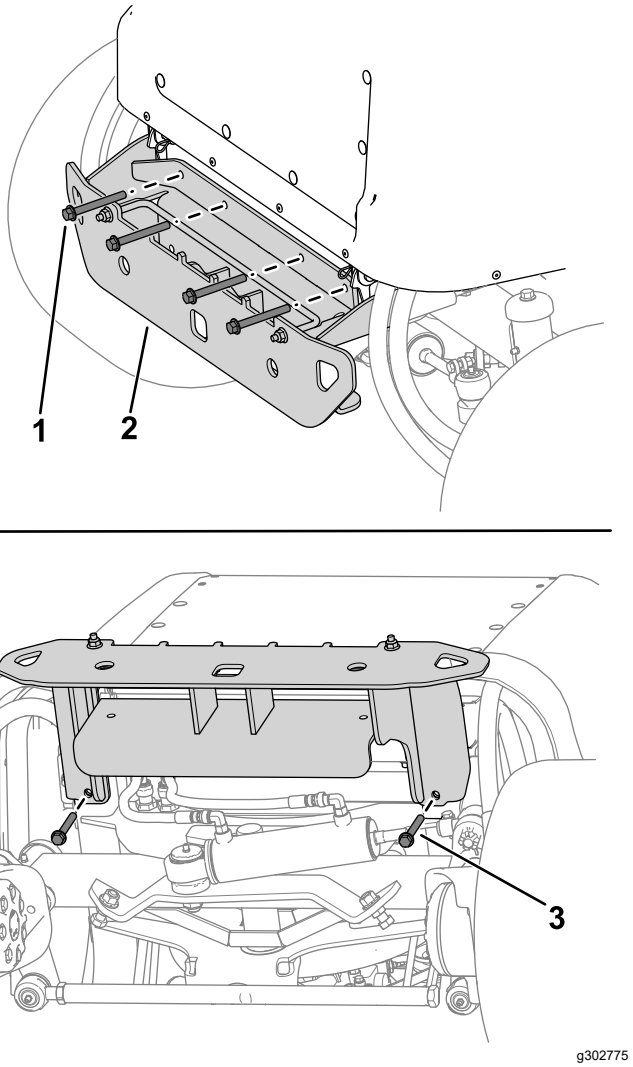

Figure 13
2. Loosely secure the upper area of the bumper to the machine frame using 4 bolts (3/8 x 3-1/4 inches) and 4 nuts (3/8 inch) as shown in Figure 13.
3. Loosely secure the bumper under the machine frame using 2 bolts (3/8 x 2-3/4 inches) and 2 nuts (3/8 inch) as shown in Figure 13.